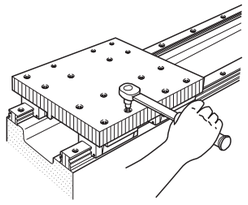

Fig. 21 Fixing of the slide units to the table
❹Temporary fixing of Linear Way Ⅰ and Ⅱ slide units
❺Final fixing of Linear Way Ⅰ slide units
❻Fixing of Linear Way Ⅱ slide units
- Correctly fix one of the slide units of Linear Way Ⅱ in relation to the linear motion direction and leave other slide units temporarily tightened with mounting bolts. (See Fig. 21.)